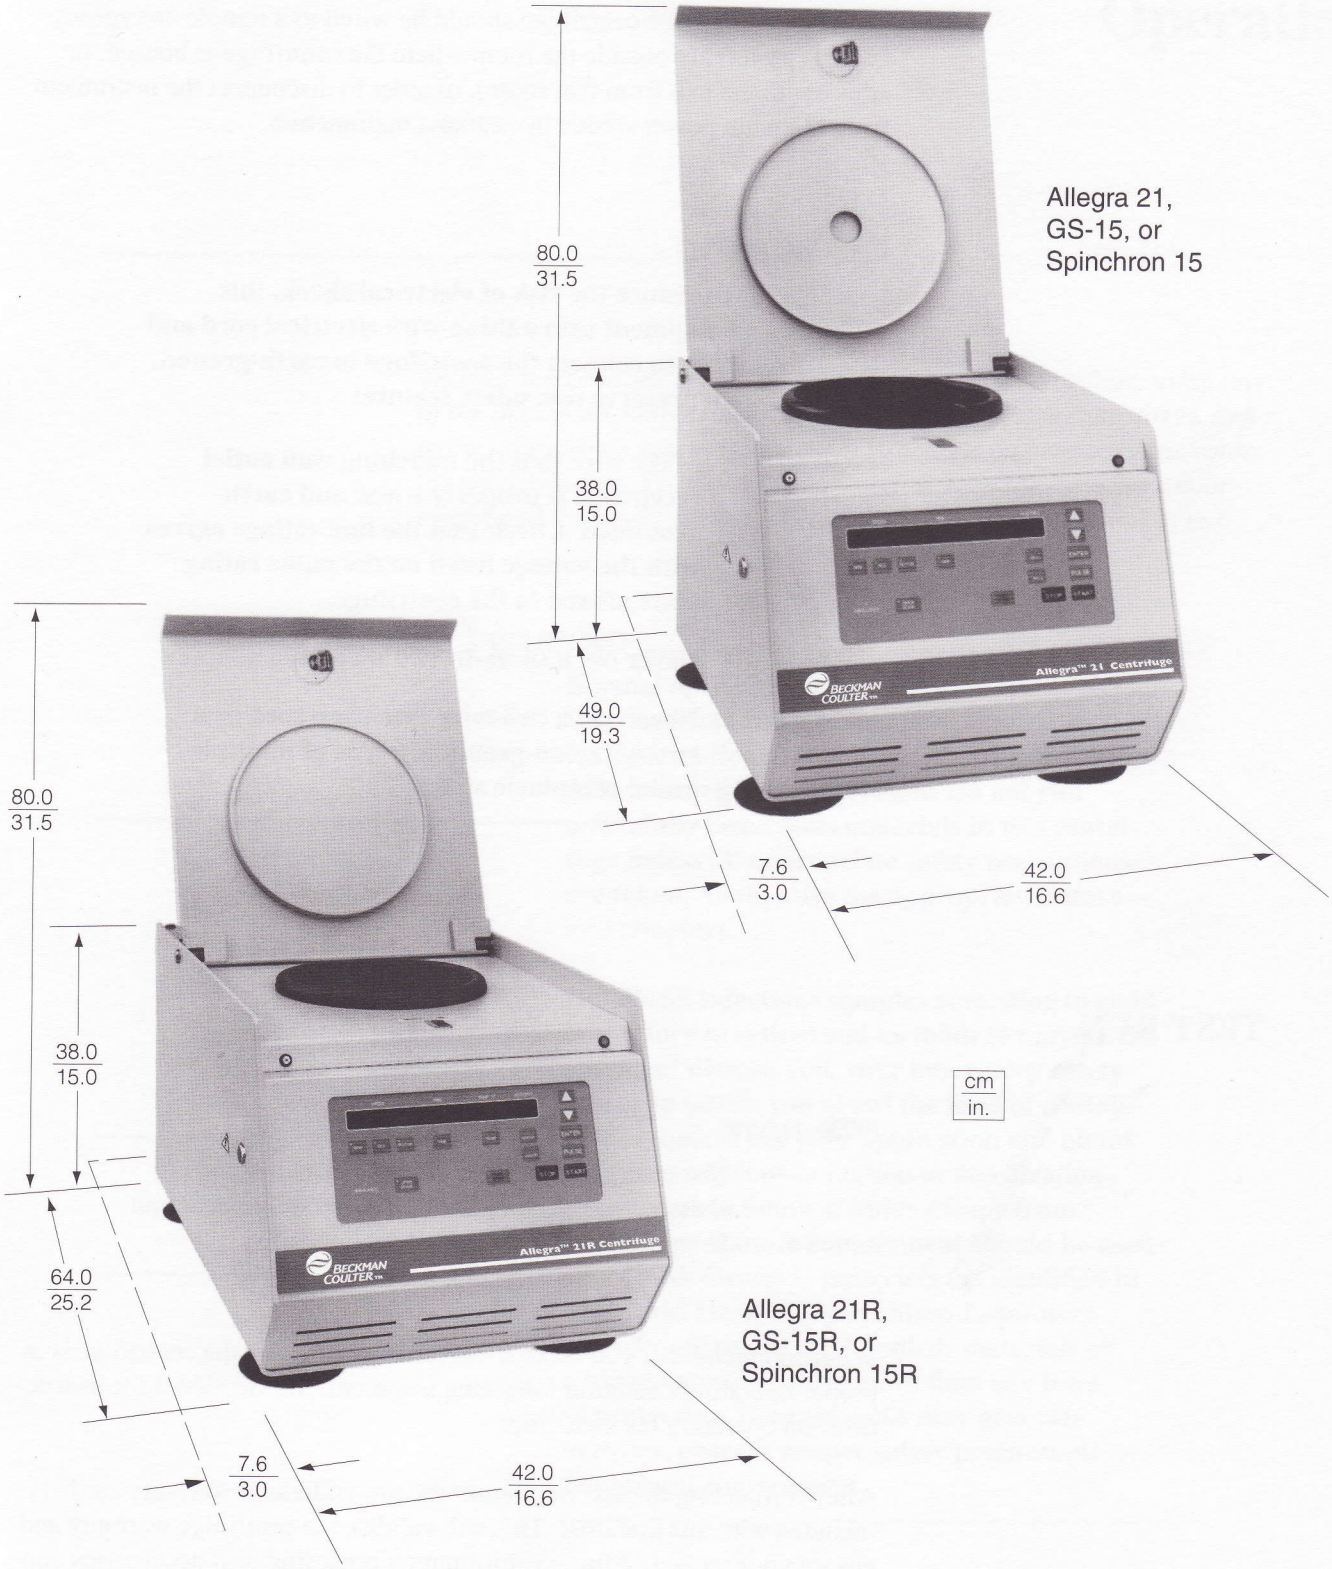

Figure 2-1. Dimensions of the Nonrefrigerated and Refrigerated Centrifuges
- Check that there are 7.6-cm (3-in.) clearances at the sides and back of the centrifuge to ensure sufficient air circulation. Dimensions are shown in Figure 2-1. Additional clearance is required on the left side to allow access to the power switch.